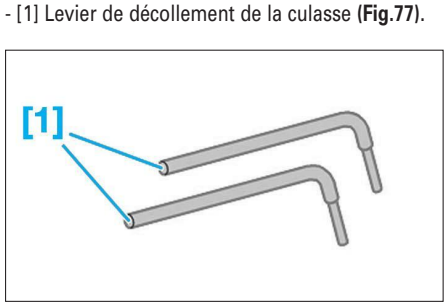

**Fig. 77**
- [1] Levier de décollement de la culasse **(Fig.77)**.